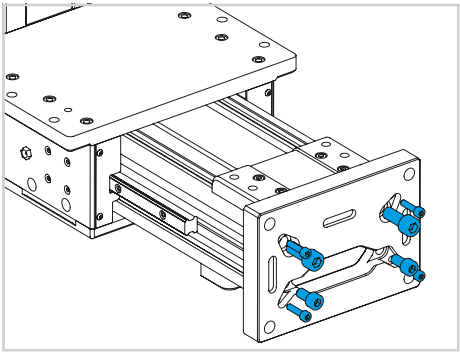

Fig. 8
5) Retirez les vis de la plaque d'extrémité inférieure et ensuite la plaque (voir les Fig. 8 et 9).